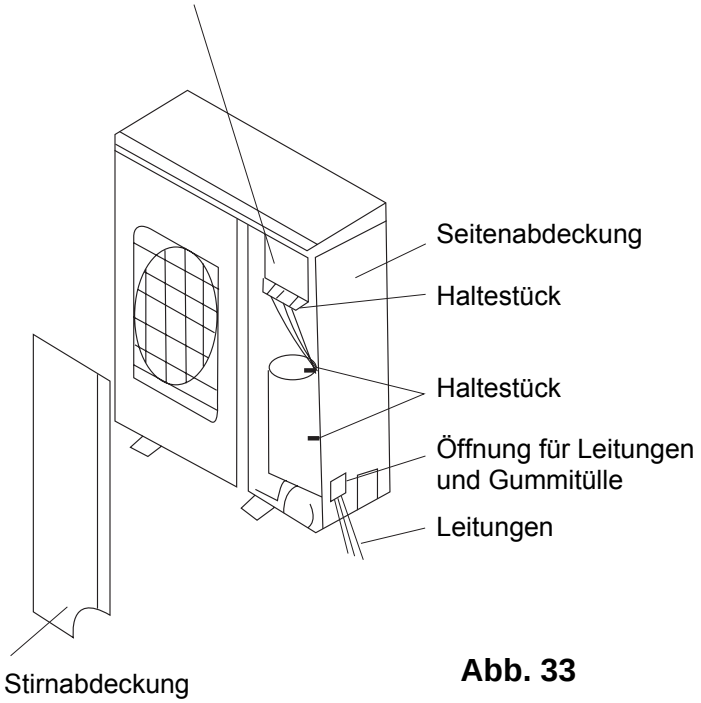

Abb. 33
1. Frontplatte entfernen (Abb. 33).